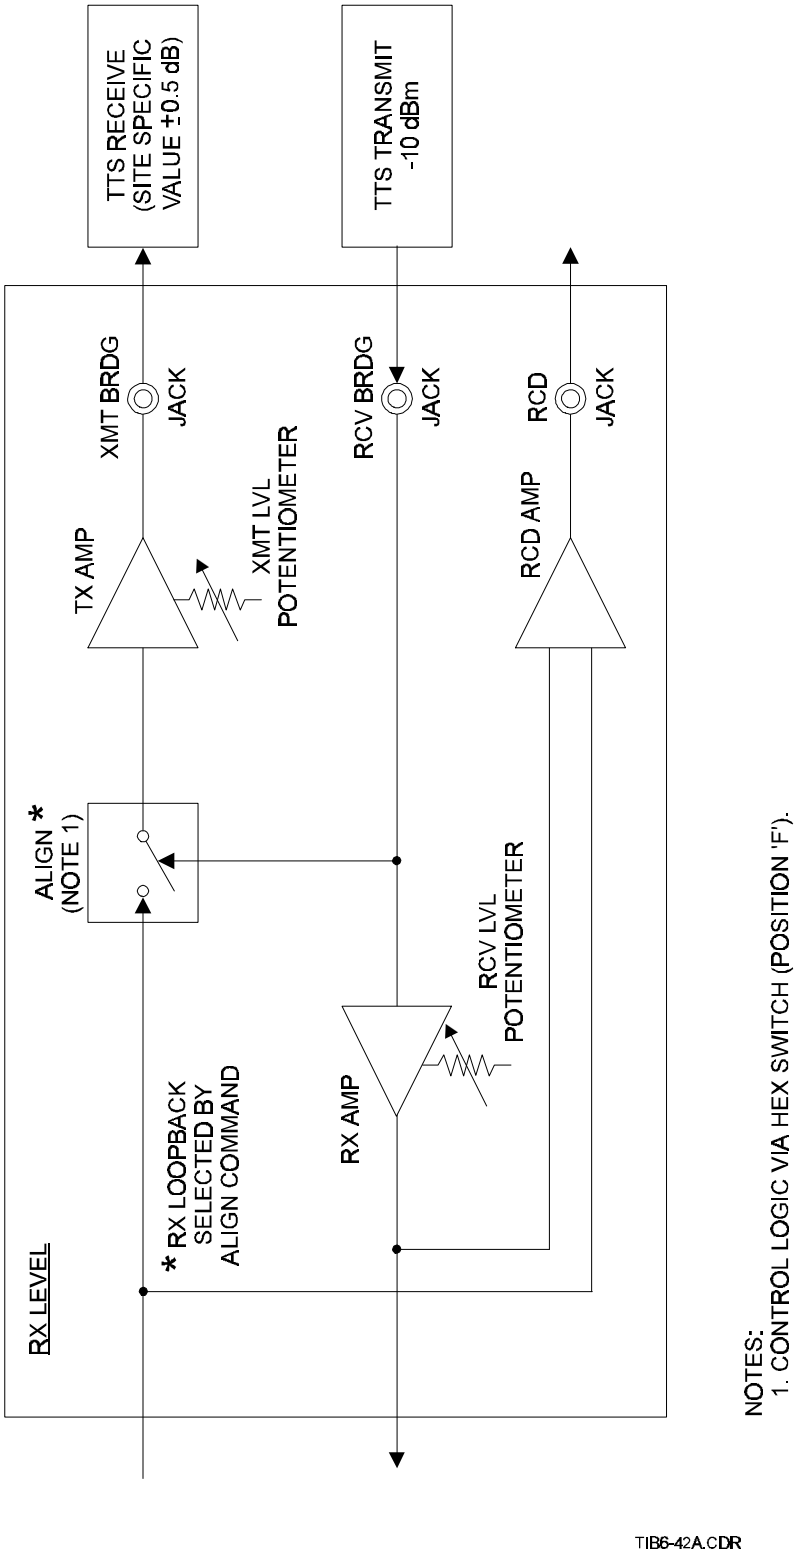
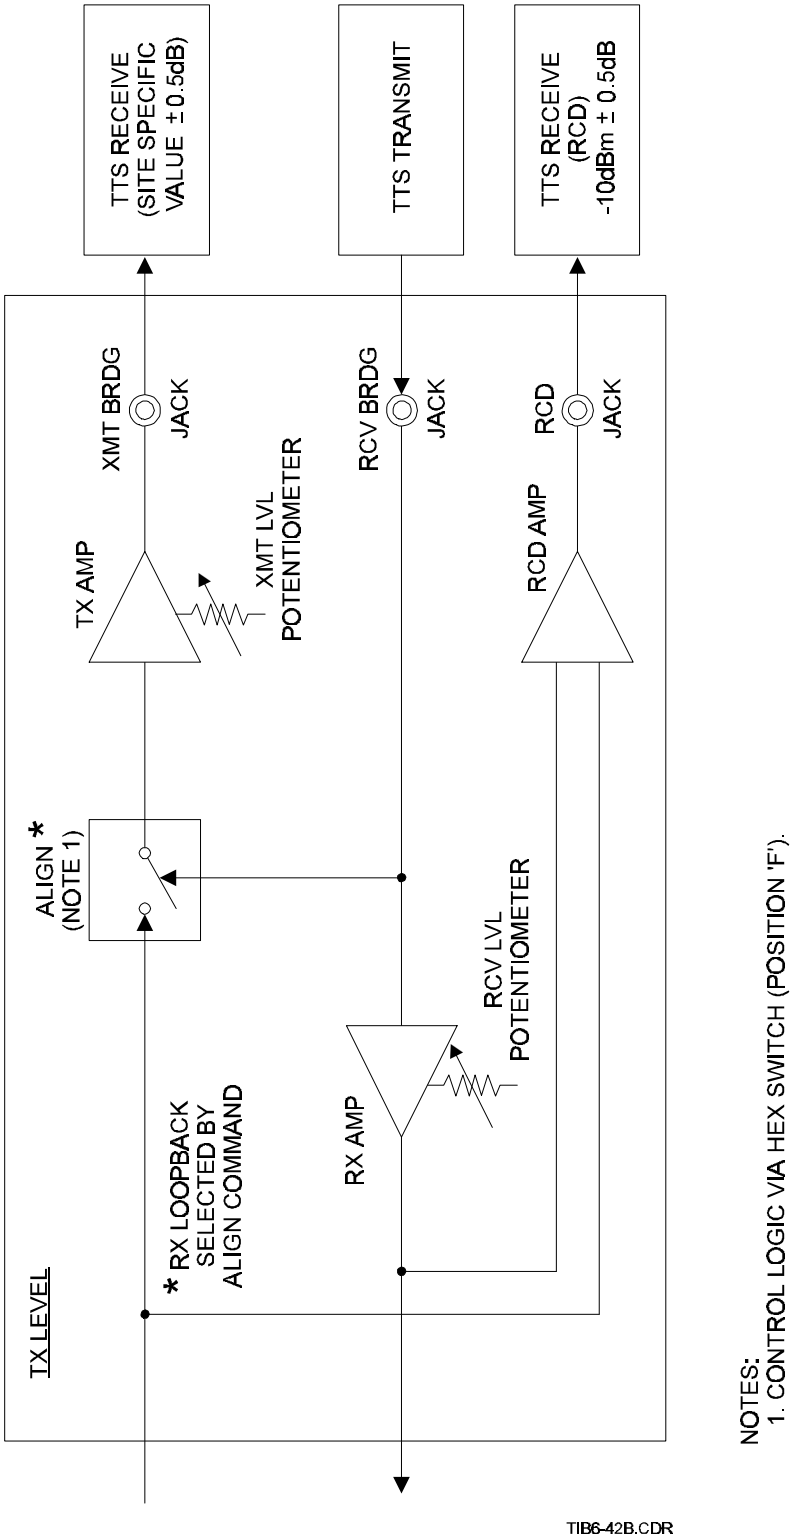

***Figure 6-43a. Radio Processor Alignment Block Diagram (Transmit Path)***
***Figure 6-43b. Radio Processor Alignment Block Diagram (Receive Path)***
**Figure 6-43a** presents a simplified diagram covering the transmit path of the alignment; **Figure 6-43b** provides a similar diagram for the receive path.